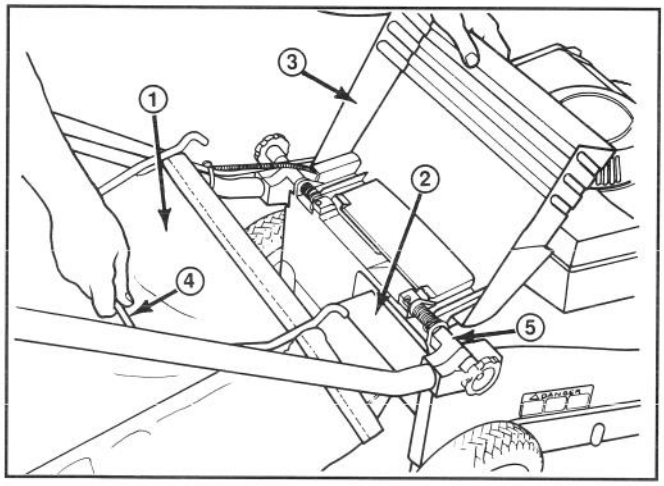

Afbeelding 4
1. Open kokerdeur, schuif de trechter aan de zak in de afvoeropening en haak zakframe aan het ronde gedeelte van de bevestigingsbeugels (Afb. 4).